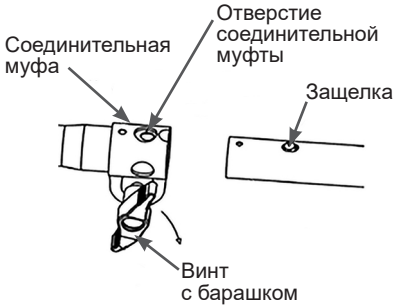

Рис. 5 Установка нижней штанги
5. Установите нижнюю штангу. Для этого выкрутите на соединительной муфте винт с барашковой головкой на несколько оборотов (Рис. 5). Установите нижнюю штангу в соединительную муфту. Совместите защелку на штанге с отверстием в муфте (Рис. 5). Зафиксируйте защелку в отверстии муфты (Рис. 5). Закрутите винт с барашковой головкой (Рис. 5). После сборки проверьте узел на отсутствие люфта.